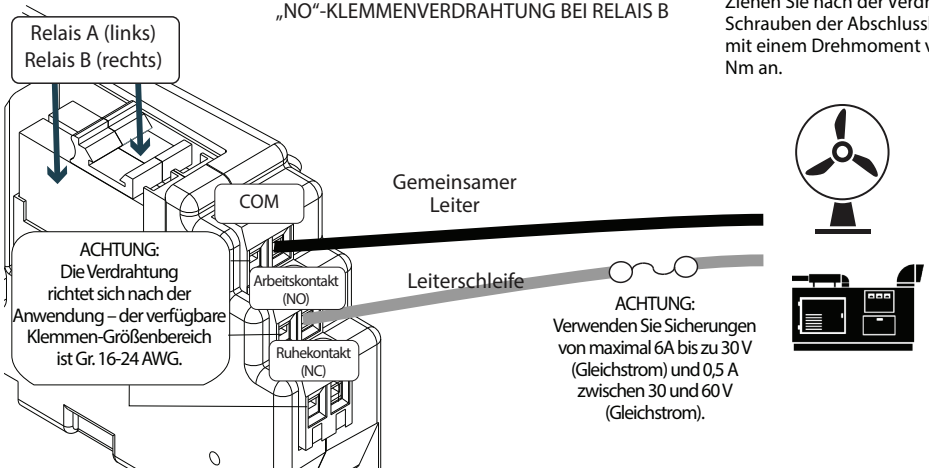

Abbildung 5-1 – Laststart (Detail)
Ein Zweidraht-Startgenerator automatisiert in der Regel das Anlassen und den Startvorgang. Die Klemmen „Common" (Gemeinsam) und „Arbeitskontakt (NO)" des Relais können verdrahtet werden, um einen Zweidraht-Generatorstart durchzuführen – siehe Abb. 5-1 unten.